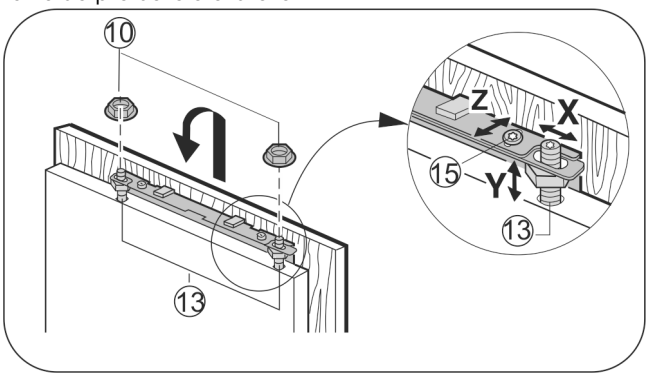

Fig. 27
▶ Agățați ușa mobilierului pe bolțurile de reglare *Fig. 27 (13)* și înșurubați provizoriu contrapiuliților *Fig. 27 (10)* pe bolțurile de reglare.
▶ Ajustați înălțimea **Y** și înclinarea laterală a ușii mobilierului: Reglați bolțurile de reglare *Fig. 27 (13)* cu ajutorul unei șurubelnițe.
▶ Strângeți contrapiuliților *Fig. 27 (10)*.